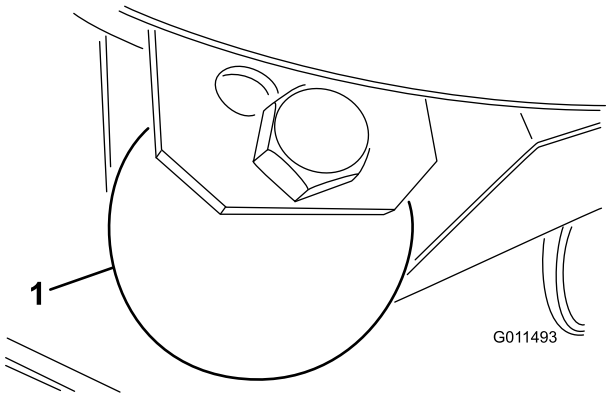

Figur 25
1. Lossa bulten och muttern som håller fast klipphöjdshjulet på klippenhetens fästen (Figur 25).